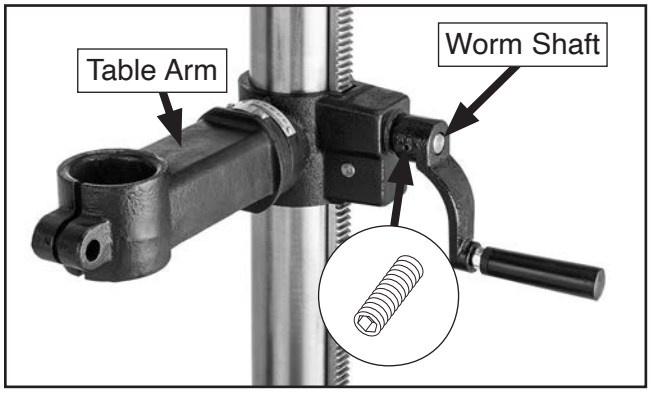

**Figure 13.** Table height crank handle attached to table arm.
6. Attach table height crank handle to table arm (see **Figure 13**) and secure by tightening pre-installed set screw against worm shaft.